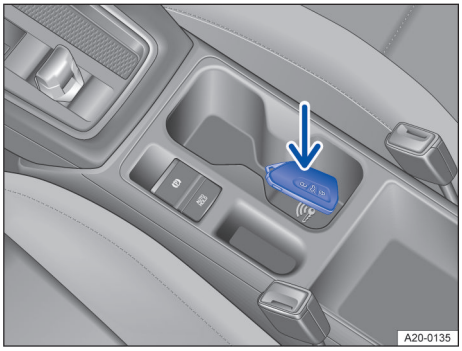

Fig. 102 Dans la console centrale : fonction de démarrage de secours
2. Posez la clé du véhicule dans le porte-boissons arrière de l'accoudoir central et appuyez sur le commutateur d'allumage par bouton-poussoir → fig. 102.